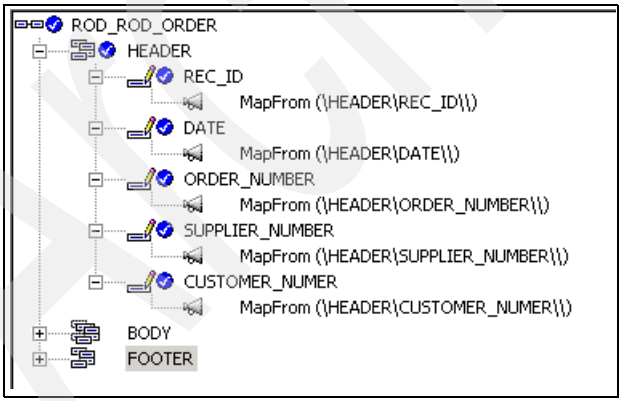

Figure 16-12 Completed HEADER mapping commands
2. For each of the fields in the HEADER record, drag the field from the source document definition and drop the field on its corresponding target field. When complete, the HEADER record in the Mapping Command window should appear as shown in Figure 16-12.